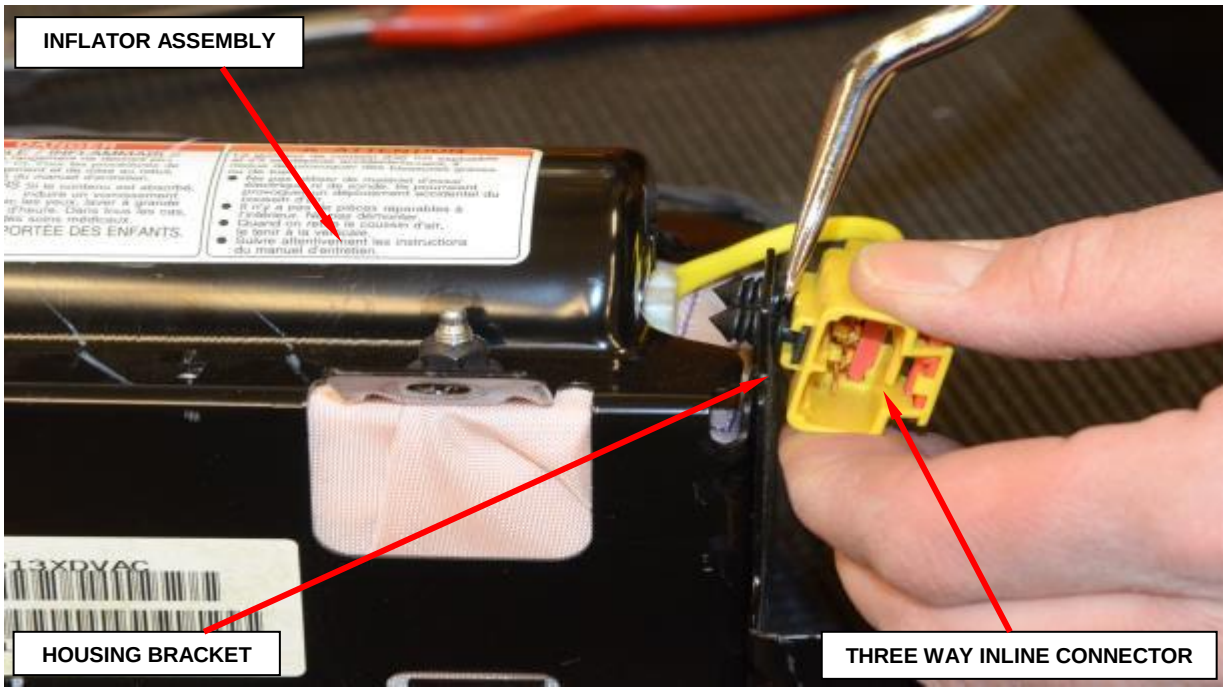

**Figure 30 – Yellow Three Way Connector**
d. Remove the yellow three way inline connector from the housing bracket (Figure 30).
n. Connect the yellow three way inline connector to the mounting points on the housing (Figure 30).